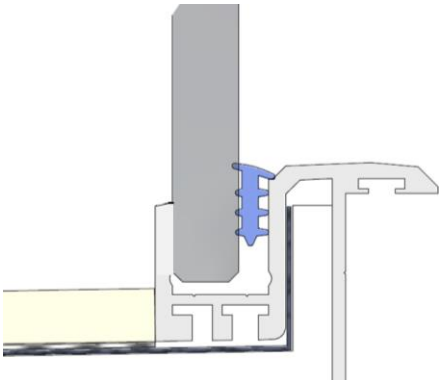

Fig 26
27. Repeat with floor channel (fig 26) Cut off excess rubber wedge then fill top of wall channel with silicone.